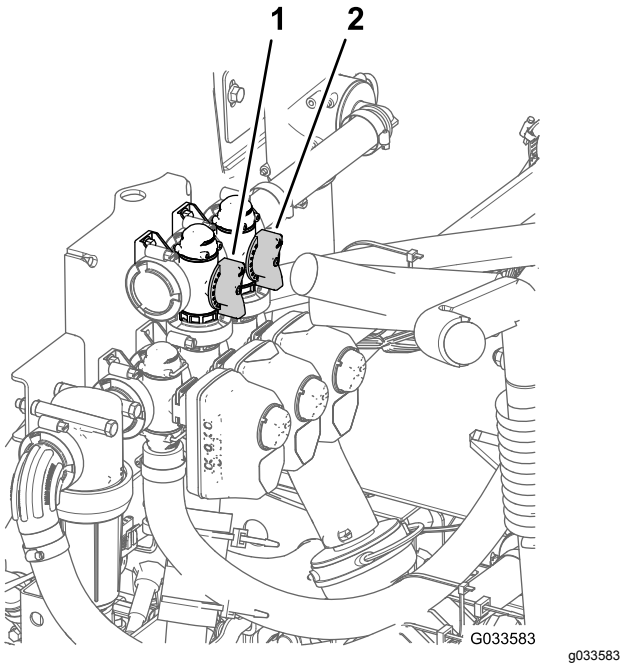

Figuur 89
11. Stel de mengomloopklep (Figuur 89) achteraan de mengklep in tot de drukmeter 6,9 bar aangeeft.
8. Stel de omloophendel van de spuitboomhoofdschakelaar af om te bepalen in welke mate de inhoud van de tank gemengd wordt (Figuur 89).